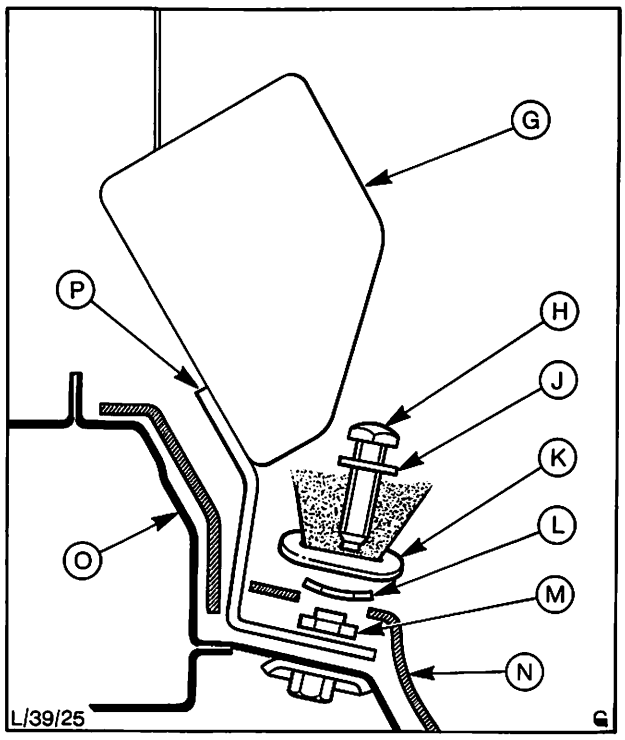

Abb. 25 Untere Befestigung – „B"-Säule
2. Befestigungsbolzen, Halterung – Aufrollautomatik, Distanzstück, Federring, Gurtzunge und Beilagscheibe von der „B"-Säule unten entfernen, Abb. 25.